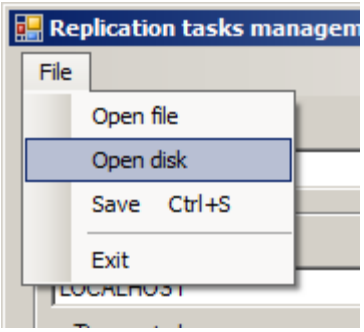

Figure 12.16-8 Opening the query file on the disk
1. Select “Open disk” in the “File” menu (Figure 12.16-8).